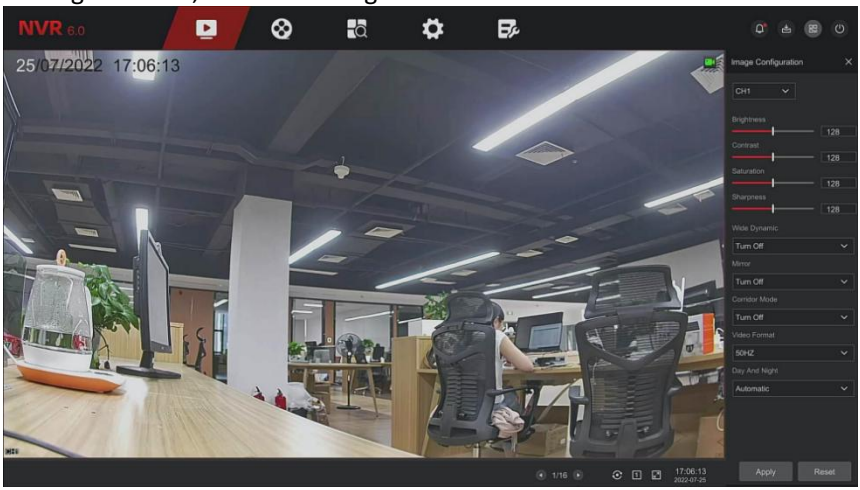

Figure 5-7
Step 1: Click " " from the IPC channel to enter the channel image color setting interface, as shown in Figure 5-7.